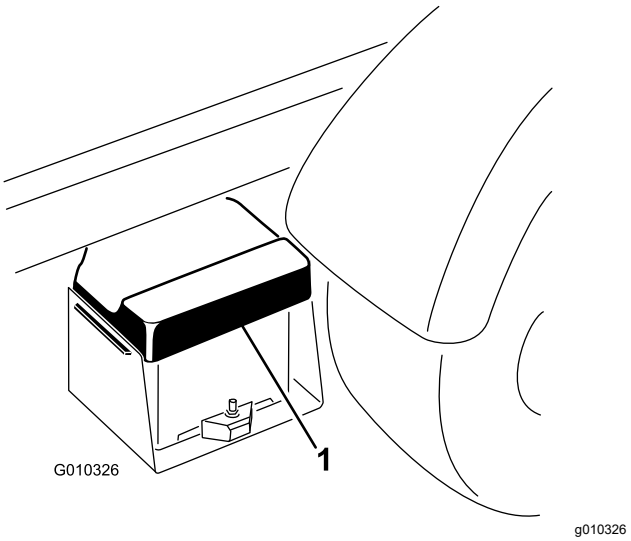

Figuur 41
1. Knijp het accudeksel samen om de lipjes uit de accubasis te nemen en verwijder het accudeksel van de accubasis (Figuur 41).